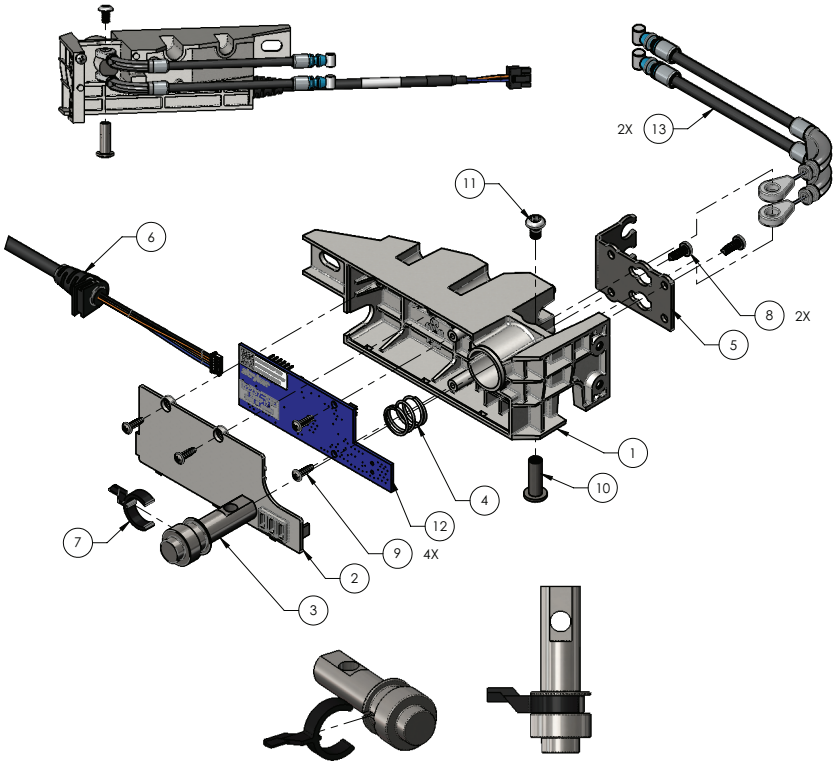

Figure 23 – Remplacement de la carte DPM, pied
13. À l'aide d'un tournevis cruciforme n° 2, retirer et conserver les deux vis (9) qui fixent le couvercle du DPM (2). Retirer et conserver le couvercle (Figure 23).
14. À l'aide d'un tournevis cruciforme n° 2, retirer et conserver les deux vis (9) qui fixent l'ensemble de carte DPM (12) à l'ensemble DPM (Figure 23).